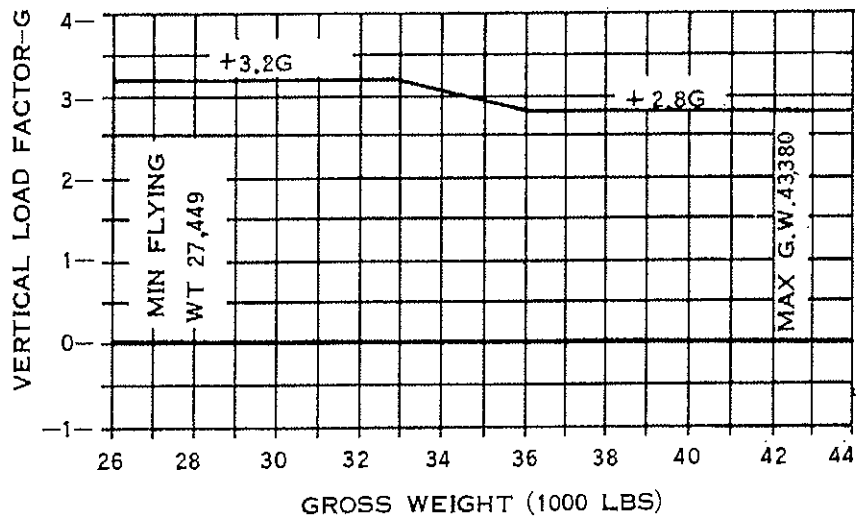
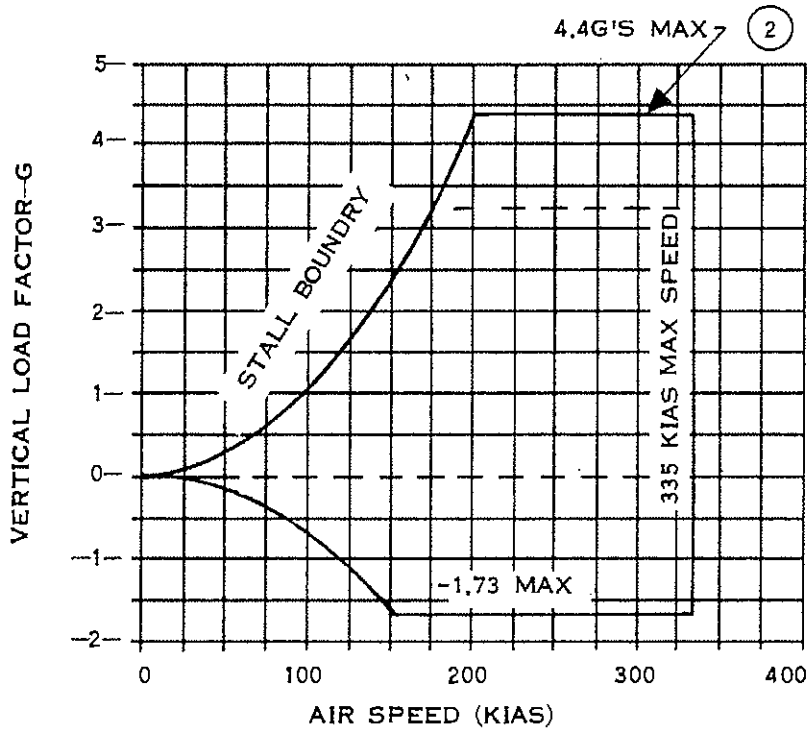

Figure 5-4. Strength Summary Diagrams
Figure 5-5. Operating Flight Limits
The rolling pullout load factor capability is 3.2G from the minimum flying weight to 33,000 pounds, decreases linearly to 2.8G at 36,000 pounds, then is constant to the maximum gross weight. See strength summary diagrams, figure 5-4, for symmetrical and unsymmetrical maneuvers.
1. External stores shall be carried and released within the limitations of figure 5-6. Maneuvers shall be confined within the envelopes outlined in figures 5-4 and 5-5. Aircraft performance shall be calculated, using the drag index numbers and stores weights presented in figure A1-5.
(1) See figure 5-4, Strength Summary, and figure 5-5, Operating Flight Limits, Charts. Lower limits govern in cases where unsymmetrical maneuver limits are less than the limits established in Load Factor column.
(2) The acceptable bomb bay stations, and the approximate weights shown above are listed on the basis of using box fins only. Conical fins are not certified for use on AN-M30A1, AN-M57A1, AN-M81, and AN-M88 bombs.
(3) When using practice bombs, the specific carriage and release limits shall follow the same parameters as those for the particular munition for which a practice mission is employed.
(4) The M117A1 bomb is limited to carriage of two such munitions at any one time in order to preclude over loading the aircraft.
(5) Physical size of the MK-81 bomb will not permit simultaneous loading at forward and aft bomb bay stations.
(1) See figure 5-4, Strength Summary, and figure 5-5, Operating Flight Limits, charts. Lower limits govern in cases where unsymmetrical maneuver limits are less than the limits established in Load Factor column.
(2) Jettison speeds quoted apply to releasing of unarmed bombs, full or empty dispensers, full or empty rocket launchers, or loaded or empty wing racks. The wing pylons are permanently attached to the aircraft wings and cannot be jettisoned.
(3) Release speeds apply to the delivery of armed bombs, dispensing of CBU munitions, firing of rockets from a launcher, or releasing items from a wing rack. In the event 230-gallon tanks are carried at wing pylon stations 4 and 5, it is not recommended that stores be carried at adjacent stations 3 and 6 due to possible collision with the tanks before dropping clear of the aircraft.